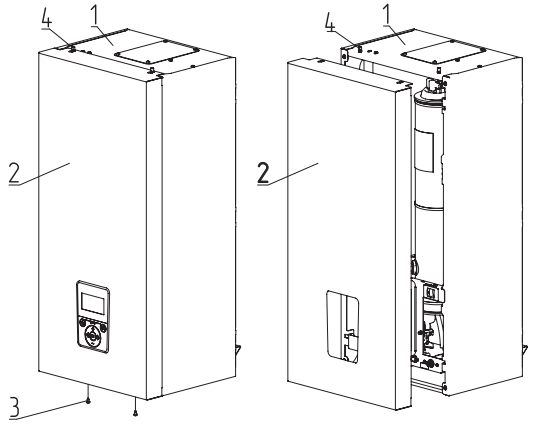

Рис. 12 Снятие кожуха
- Выкрутить болты крепления (**Рис. 12**, **поз. 3**);
- Переместить кожух вверх, сняв с зацепов (**Рис. 12**, **поз. 4**);